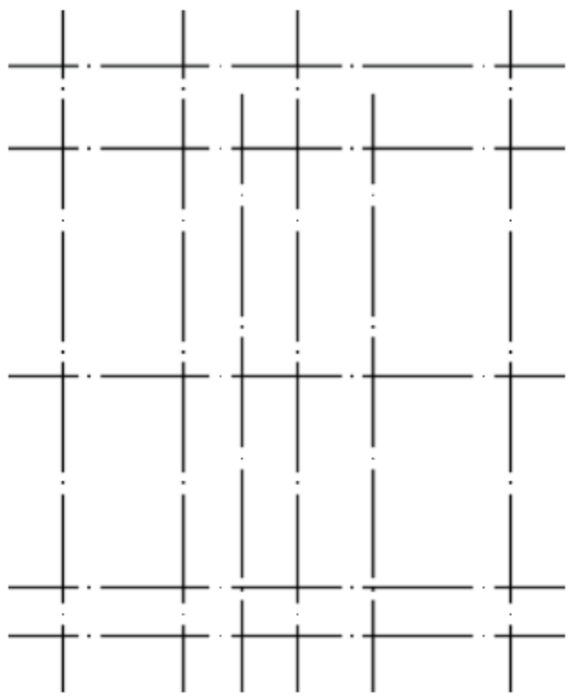

图 2-13 轴网合并
打开源文件中的“轴线图”,绘制如图 2-13 所示的图形。
(2) 单击菜单中“轴网柱子”→“轴网合并”命令，生成新的轴网如图 2-13 所示。命令行提示如下。